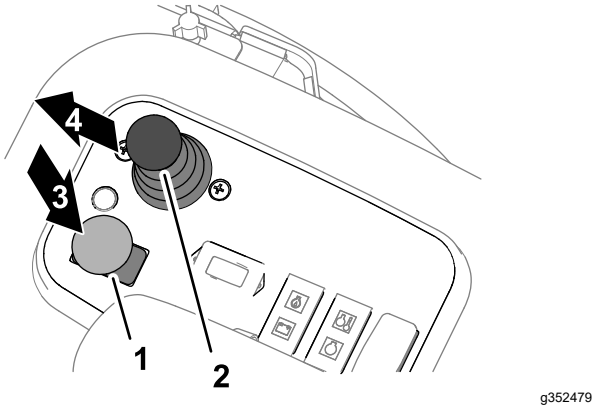

Figuur 49
3. Druk de schakelaar van de maaidekaandrijving in de stand UITSCHAKELEN (Figuur 49).
5. Zet de maai-/hefhendel naar voren (Figuur 49).